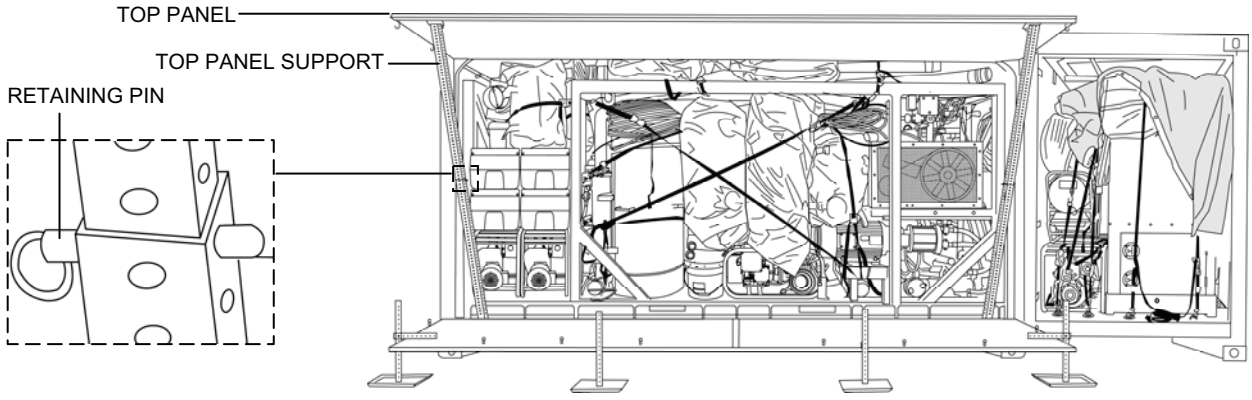

Figure 26. Flat Rack Hinged Top Panel Closure.
2. While two people hold up the hinged top panel, the third person removes the retaining pins from the top panel supports (Figure 26).